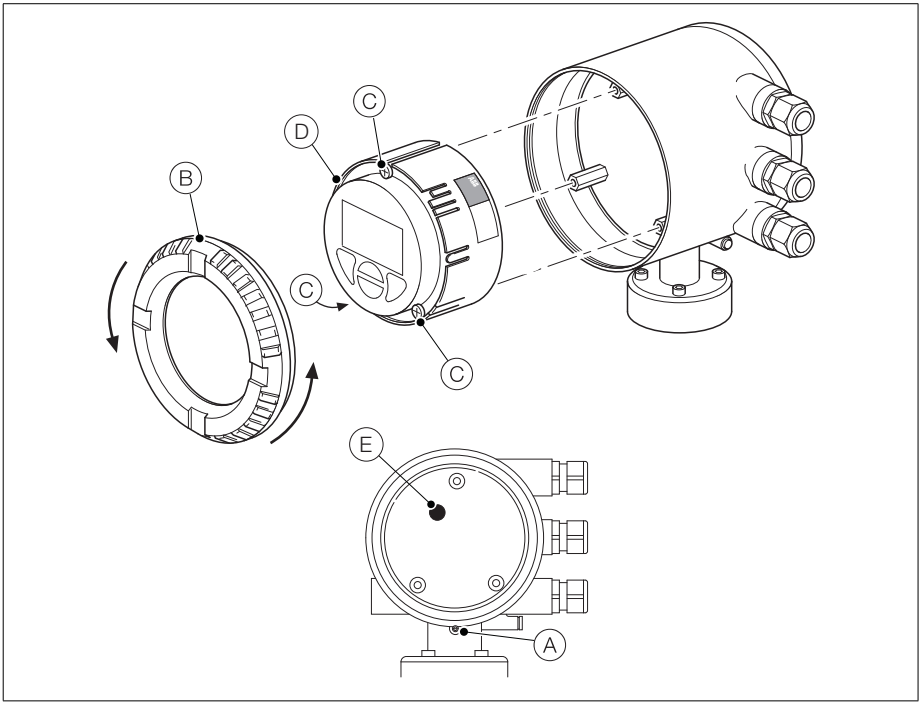

Afb. 4.14 Geïntegreerde omvormer – interne zekering vervangen
2. Raadpleeg afb. 4.14 en schroef beveiligingsschroef (A) vast.
3. Draai de schroeven van de afdekking (B) los en verwijder de afdekking.
4. Maak de drie patroonschroeven (C) los en til patroon D van de behuizing.